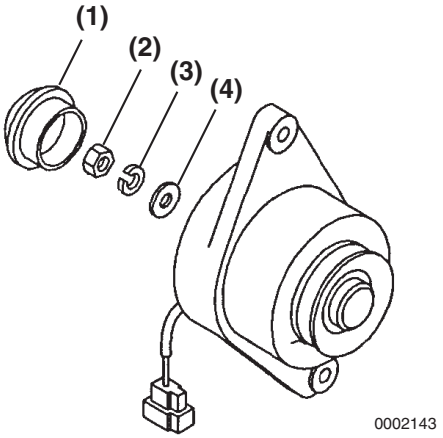

Figure 11-28
6. Reinstall the flat washer **(Figure 11-28, (4))**, lock washer **(Figure 11-28, (3))**, and nut **(Figure 11-28, (2))**. Tighten the nut to the specified torque.
7. Reinstall the rear cap **(Figure 11-28, (1))**.